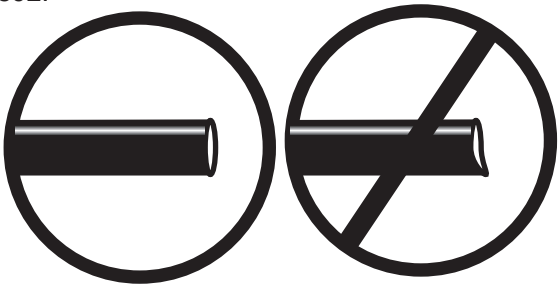

fig. 29
a. Check the air line connection by deflating the spring and removing the line by pulling the collar against the fitting and pulling firmly on the air line. Trim 1" off the end of the air line. Be sure the cut is clean and square (see fig. 29). Reinsert the air line into the push-to-connect fitting.
2. If the preceding steps have not resolved the problem, call Air Lift customer service at (800) 248-0892.